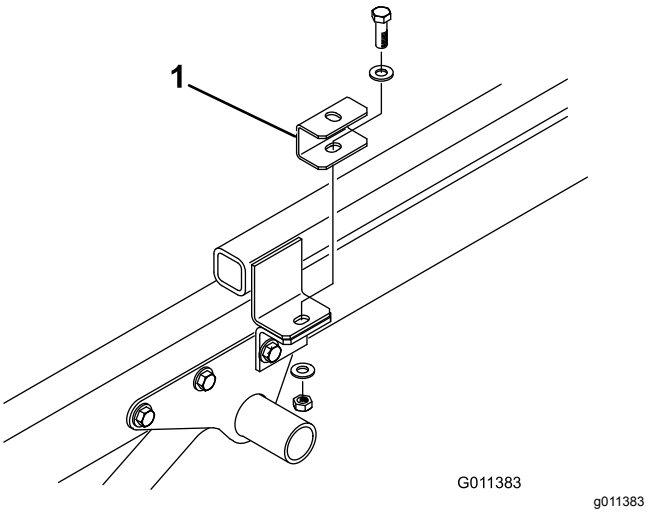

Figur 7
4. Fäst ett distansbricksfäste på varje dragkroksflik med den huvudskruv, de två planbrickor och den låsmutter som du tog bort tidigare (Figur 7).
5. Placera maskinen på fordonsramen och rikta in hålen på de bakre monteringsfästena med hålen i ramens sidor (Figur 7).